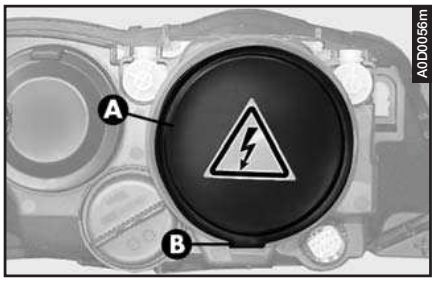

fig. 26
– Remove the rubber cap (**A-fig. 26**) by pulling the tab (**B**).